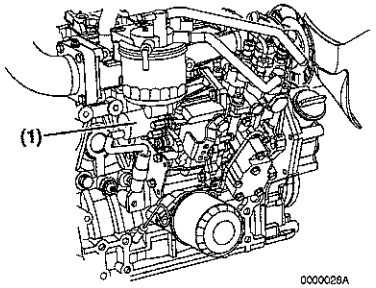

Figura 13
Quando la chiave viene ruotata in posizione ON (ACCESO), il solenoide di arresto del motore **(Figura 13, (1))** viene alimentato consentendo alla pompa di alimentazione di fornire carburante al motore e permettendo così l'avviamento. Quando la chiave viene ruotata in posizione OFF (SPENTO), viene interrotta l'alimentazione al solenoide di arresto del motore interrompendo il flusso di carburante dalla pompa di alimentazione al motore, provocando così lo spegnimento del motore.